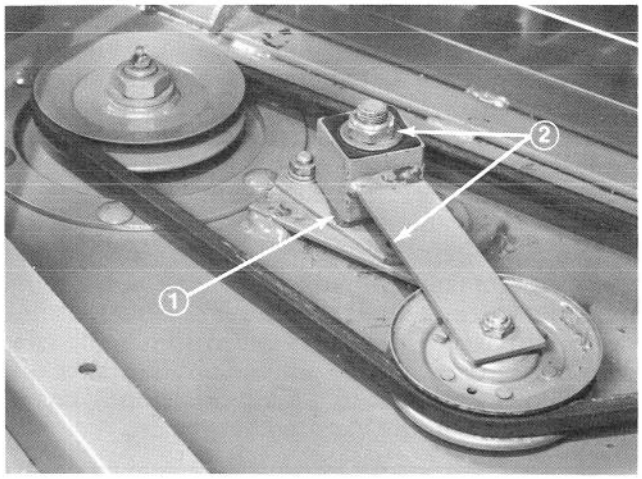

Figure 42
3. Loosen two nuts securing idler plate in place (Fig. 42) and remove old belt from pulleys.
3. Loosen two nuts securing idler plate in place (Fig. 42). Belt tension will be released when nuts are loosened.